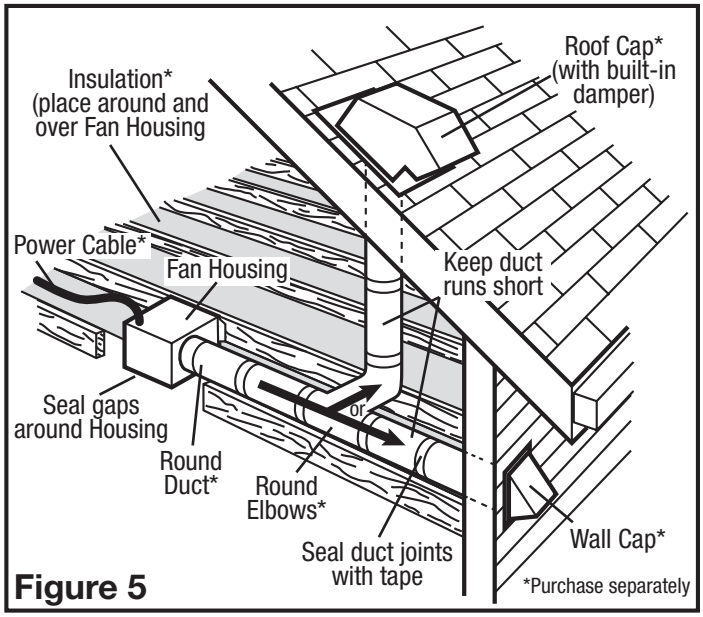

Figure 5
2. Ensure duct joints and exterior penetrations are sealed with caulk or other similar material to create an air-tight path to minimize building heat loss or gain and to reduce the potential for condensation. Place/wrap insulation around duct and/or fan in order to minimize possible condensation buildup within the duct, as well as building heat loss or gain **(Figure 5).**